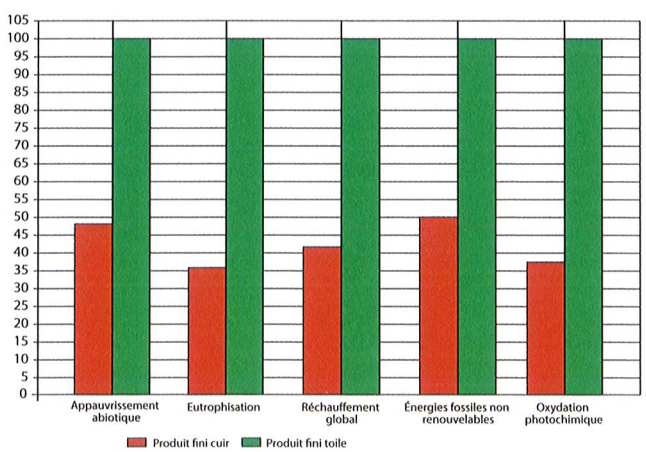

Figure 1 : Bilan environnemental des deux type de baskets
Figure 1 : Émissions de CO_2 dues aux étapes du cycle de vie des véhicules électriques (VE) et des véhicules thermiques (VT), fabriqués et utilisés en France, pour l'unité fonctionnelle définie (Ademe)
4. a) D'après la **figure 1** ci-contre, quel élément du véhicule électrique contribue le plus à une élévation de son bilan CO_2 ? .....
Les données complètes sont entrées dans un logiciel dont les résultats sont fournis par les figures 1 à 4.
1. D'après la **figure 1** :